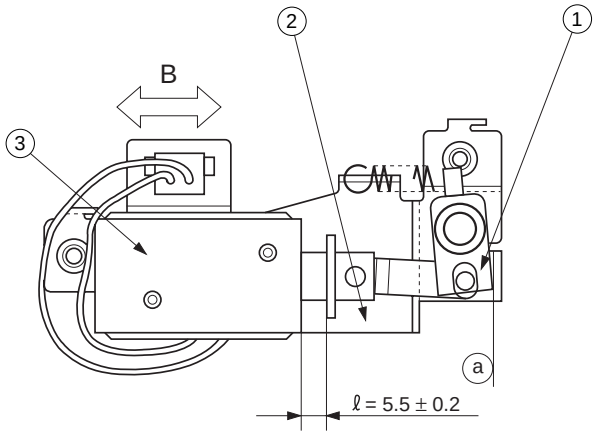

Figure 4-507
Loosen the two screws used to fix the solenoid ③ in place and move the solenoid ③ in the the direction of arrow B so that the distance l in Figure 4-507 is 5.5 ±0.2 mm when the joint ① is butted against ⓐ of the solenoid support plate ②.